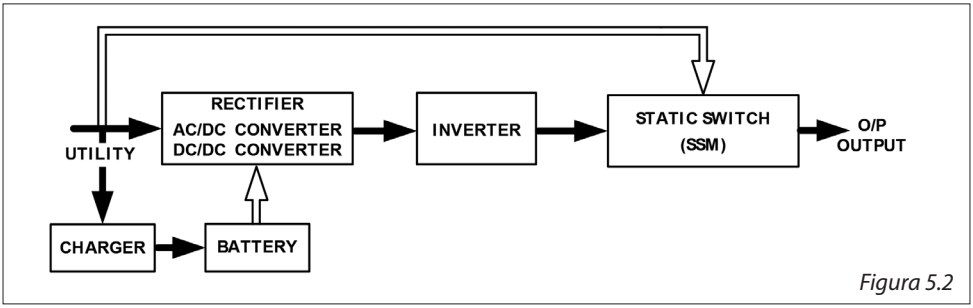

*Figura 5.2*
2. Cuando la red vuelve a la normalidad, el SAI se enciende en modalidad CA/CC, apaga el convertidor CC/CC y activa el cargador de baterías en modalidad de recarga. El SAI vuelve al estado que se representa en la figura 5.2.
4. El SAI rearranca automáticamente inmediatamente cuando la red esté nuevamente disponible, como se indica en la figura 5.2.